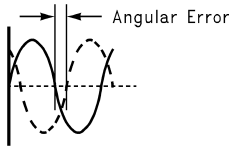

Figure 35. Angular Errors Between the Two Input Signals Will Reduce the Output Level or Cause Distortion
- dev is the angular difference in degrees between the two signals having a 180° relative phase relationship to each other (see Figure 35).